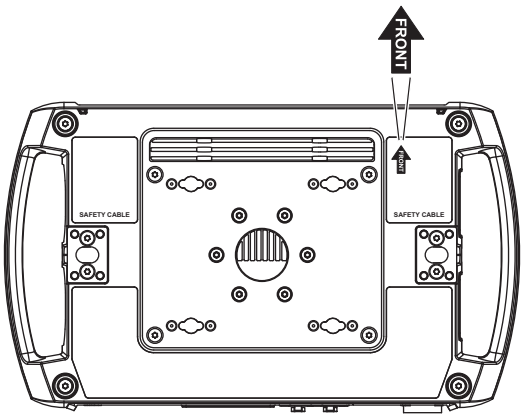

Abbildung 5: Vorderseite des Geräts
4. Sperren Sie das Areal unter dem Arbeitsbereich ab. Siehe Abbildung 5. Beachten Sie die Position des mit **FRONT** markierten Pfeils an der Basis der Spannvorrichtung. Hängen Sie das Gerät von einer stabilen Plattform aus so an den Träger, dass der mit **FRONT** markierte Pfeil in Richtung des zu beleuchtenden Bereichs zeigt. Ziehen Sie die Trägerklemmen fest.